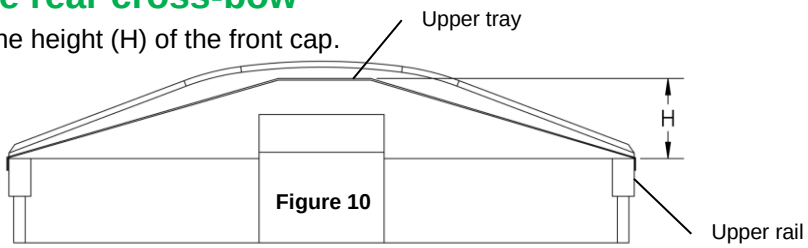

Figure 10
1. **Figure 10.** Measure the height (H) of the front cap.